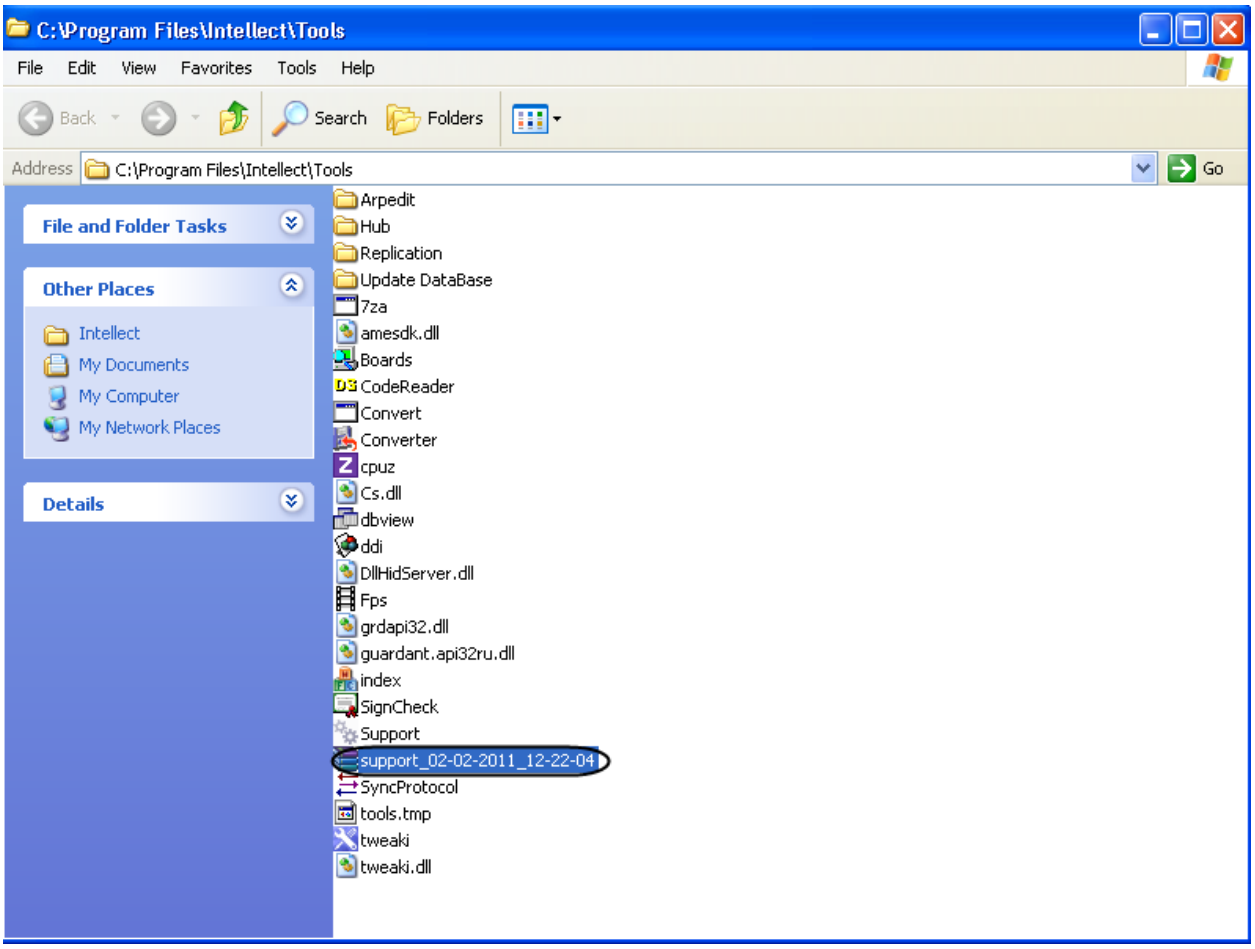

Figure 12.4-4. Newly generated support.7z archive
3. Follow the Open Folder with Support.7z File link to view the archive (Figure 12.4-4).